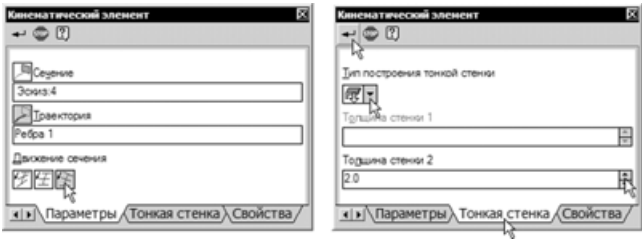

Рис. 8.55
- На панели свойств **Кинематический элемент** на вкладке **Параметры** определите тип перемещения сечения вдоль траектории, нажав кнопку **Ортогонально траектории** в группе **Движение сечения** (рис. 8.55, слева).
- Откройте вкладку **Тонкая стенка** (рис. 8.55, справа). Раскройте список **Тип построения тонкой стенки** и выберите вариант **Внутрь**. Установите толщину стенки 2 и нажмите кнопку **Создать объект**.